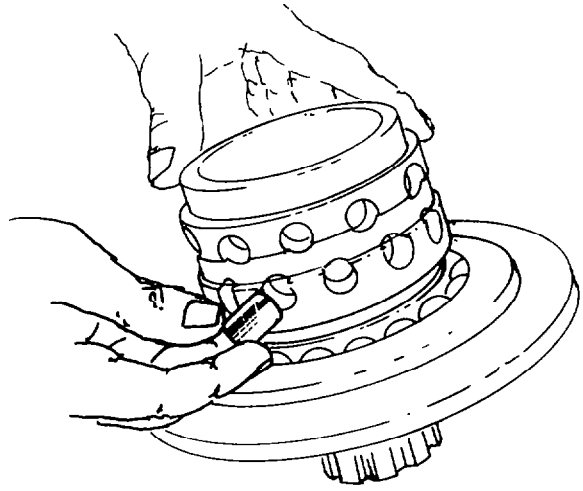

Fig. 301 — Removing Wedges
d. Remove all the wedges from the driving cage (see fig. 301).